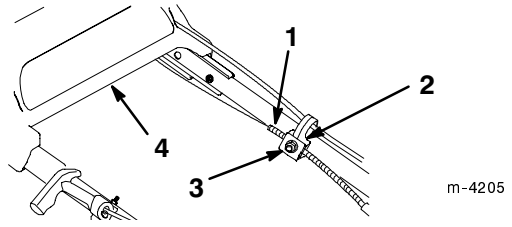

Figure 21
3. Loosen the cable support nut (Fig. 21).
6. Pull the cable jacket down (toward the lawn mower) to remove all the slack in the cable (Fig. 21).
7. While holding the cable jacket down, release the drive bracket and tighten the nut on the cable support (Fig. 21).